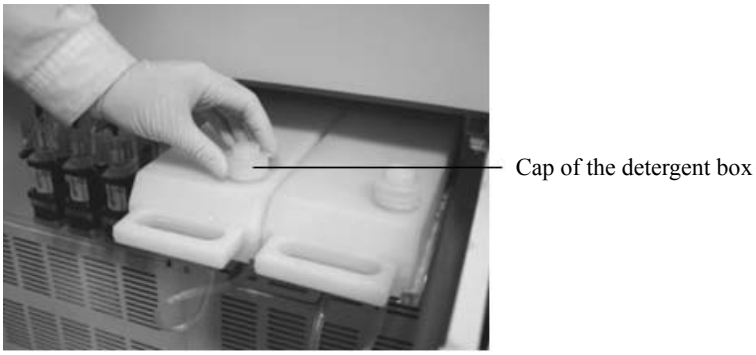

Figure 10-4-19
a)Take out the detergent box from the analyzer, and loosen the box cap, as shown in Figure 10-4-19. Clean a detergent box when there is a little detergent inside.